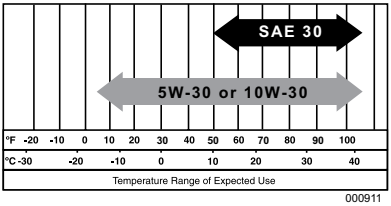

Figure 2-2. Recommended Oil
4. See *Figure 2-2*. Add recommended engine oil to the bottom of the oil fill hole (A).
See *Figure 2-2*. Climate determines proper engine oil viscosity.